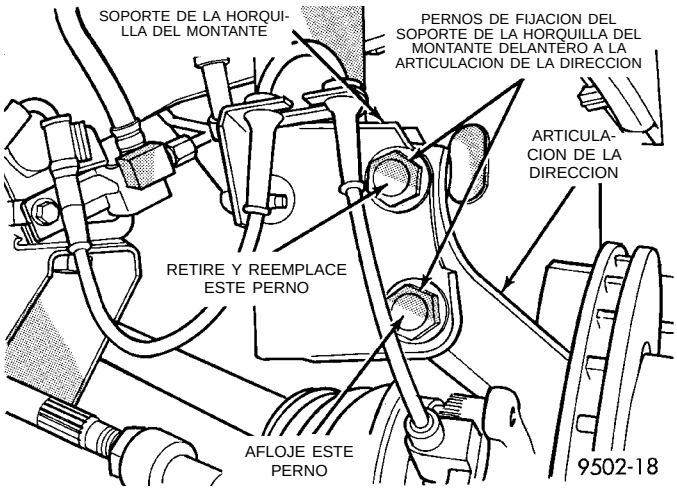
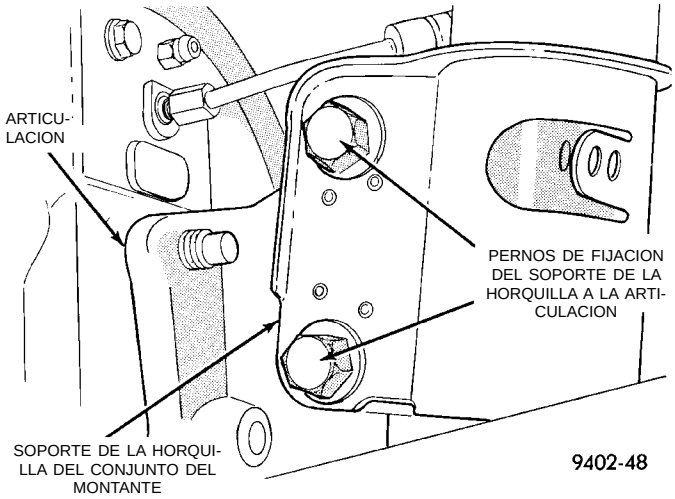

Fig. 2 Pernos de fijación del soporte de la horquilla del montante delantero a la articulación de la dirección
Fig. 3 Pernos de fijación del soporte de la horquilla del montante trasero
(3) Retire el perno superior original que fija el soporte de la horquilla del montante trasero a la articulación de la dirección o la articulación trasera (Fig. 2) o (Fig. 3).
(4) Afloje el perno inferior que fija el soporte de la horquilla del montante a la articulación de la dirección o articulación trasera **SOLO** lo suficiente como para permitir que la articulación se mueva en el soporte de la horquilla.
(5) Instale el perno del juego de repuestos en el orificio de instalación del soporte de la horquilla del